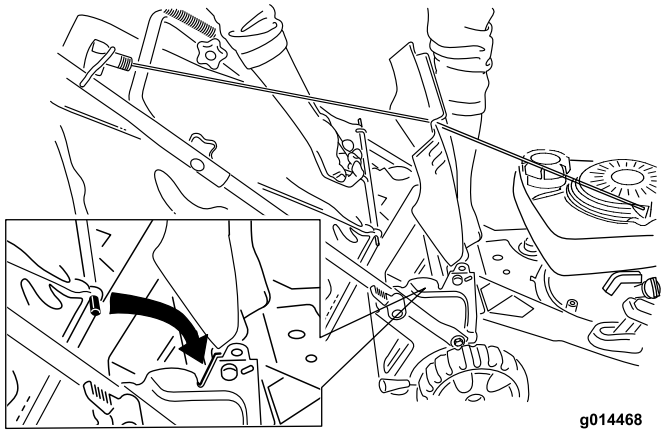

Figuur 18
2. Zet de achterklep omhoog en houd hem in deze stand; monteer de grasvanger in de inkepingen en zet de achterklep omlaag (Figuur 18).